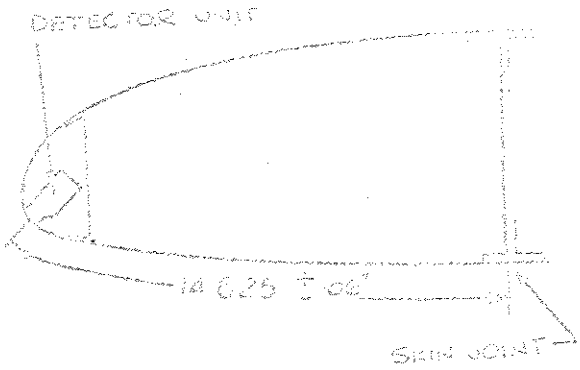

Fig. 1
1. A check on the position of the detector vane around the profile may be obtained by measurement along the contour between the bottom edge of the vane and the skin join on the bottom surface of the spar, refer Fig. 1.